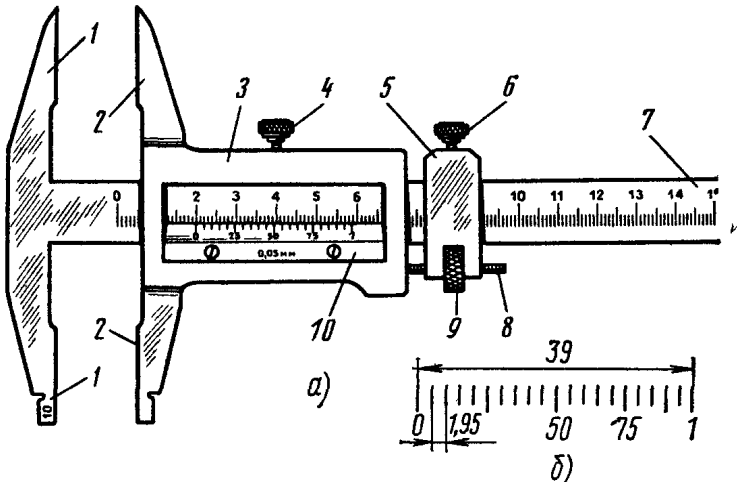

Рис. 6. Штангенциркуль ШЦ-II:
1. Ознакомиться с конструкцией штангенциркуля ШЦ-II (рис. 6,*а*).
2. Изучить устройство нониуса: он имеет длину 39 мм, разделен на 20 частей. Одно деление нониуса составляет 39:20=1,95 мм (рис.6, *б*), это на 0,05 мм меньше целого числа.